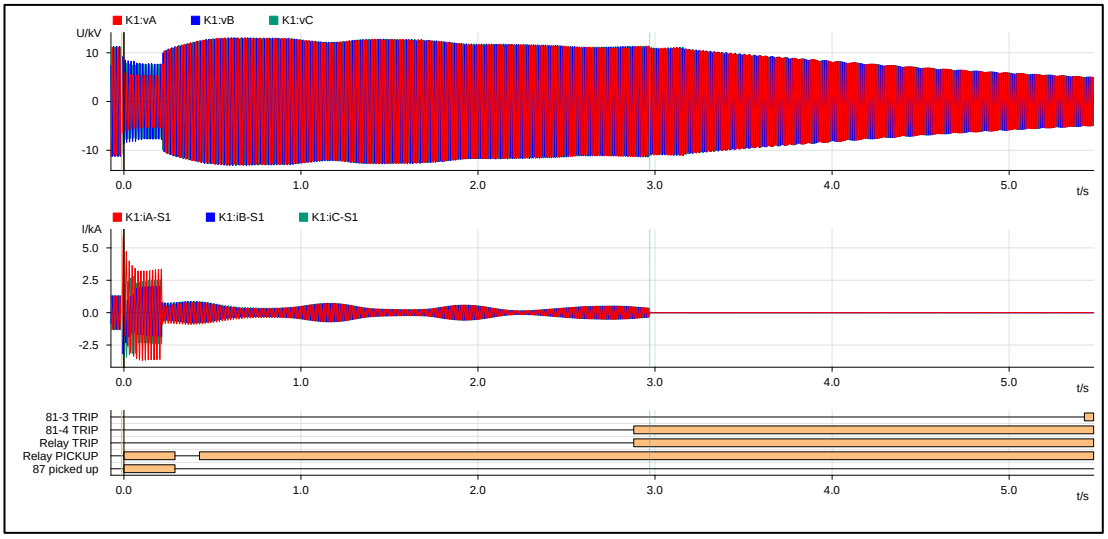

Figura 7. Registro oscilográfico del relé 7UM62 del generador G3 de la C.H. La Virgen (Fuente: LA VIRGEN).
11.5 En la C.H. La Virgen, luego de 2982 ms de iniciada la falla, se produjo la desconexión del generador G3 por actuación de su protección de sobrefrecuencia (81O), implementado en el relé 7UM62 (ver Figura 7). Previo al disparo, la frecuencia alcanzó el valor de 74,79 Hz.